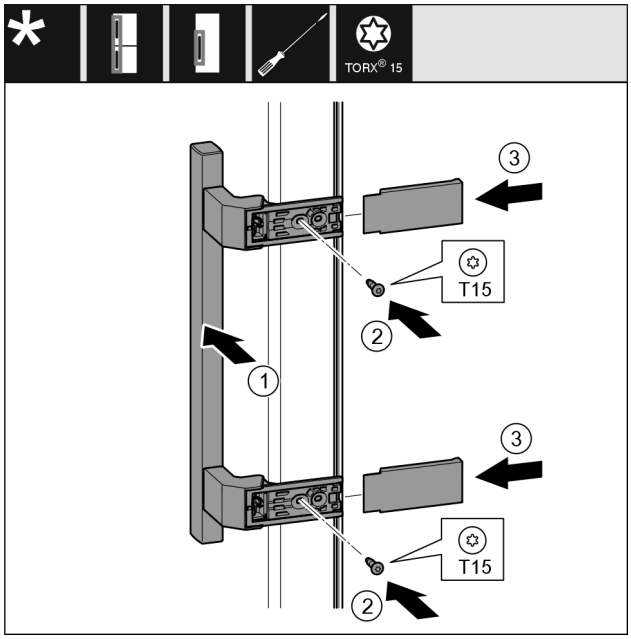

*Fig. 11*
- ▶ Aplicați și fixați mânerul pe partea opusă. *Fig. 11 (1)*
- ▶ Înșurubați ferm șuruburile cu șurubelnița T15. *Fig. 11 (2)*
- ▶ Aplicați lateral și împingeți capacele. *Fig. 11 (3)*